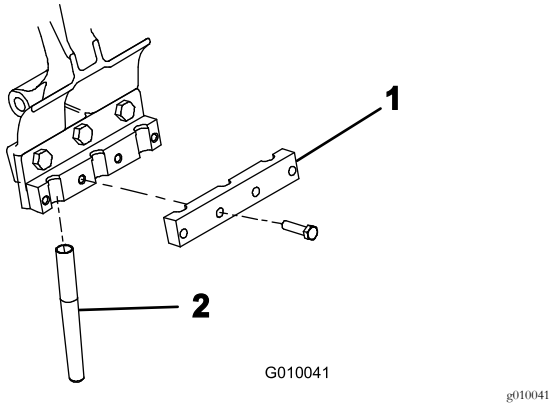

Figur 24
5. Fest en pipeklemme løst på hver pipearm med fire bolter (3/8 x 1-1/2 tomme) (Figur 24). Ikke stram boltene.